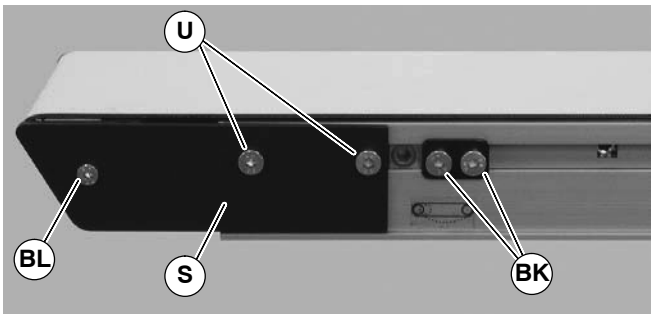

Figure 52
1. On both sides of conveyor, use a 4 mm hex-key wrench to loosen cam fastening screws (BK of Figure 52) and slide cam assemblies toward the center of the conveyor.
5. After replacing bearings, re-install head plate (S of Figure 52). Use a 3 mm hex-key wrench to tighten one (1) fastening screw (BL) to 30 in-lb (3.4 Nm). Leave two (2) fastening screws (U) loose for belt tensioning.